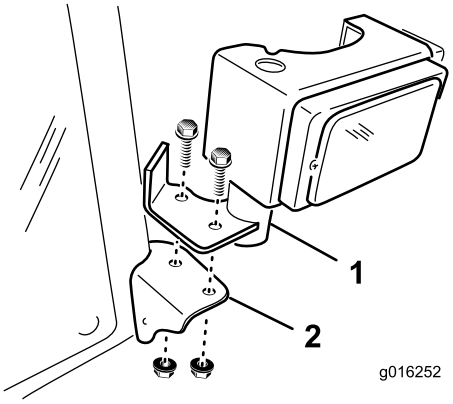

Figura 6
1. Montate il gruppo faro sx sulla staffa del faro nell'angolo anteriore sinistro della cabina con (2) viti flangiate da 3/8 x 1 poll. e dadi flangiati da 3/8 poll. (Figura 6).